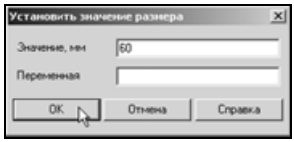

Рис. 2.55
- В появившемся диалоговом окне **Установить значение размера** в числовое поле **Значение** введите 60 (рис. 2.55).